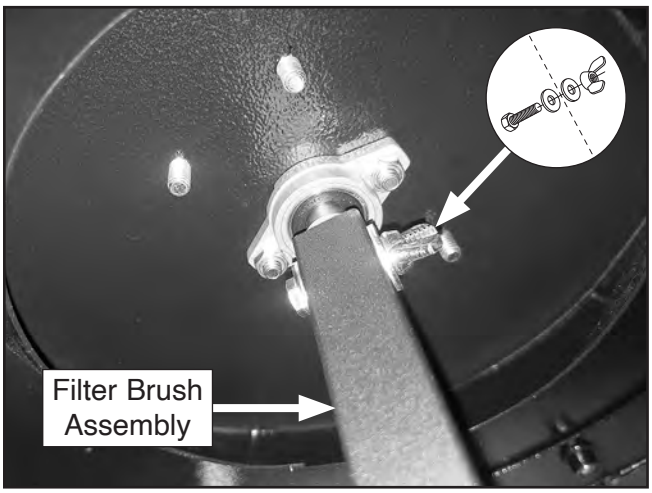

Figure 32. Filter brush assembly attached to motor spindle.
17. Attach filter brush assembly to motor spindle using (1) ¼"-20 x 1¼" hex bolt, (2) ¼" flat washers, and (1) ¼"-20 wing nut, as shown in **Figure 32**.